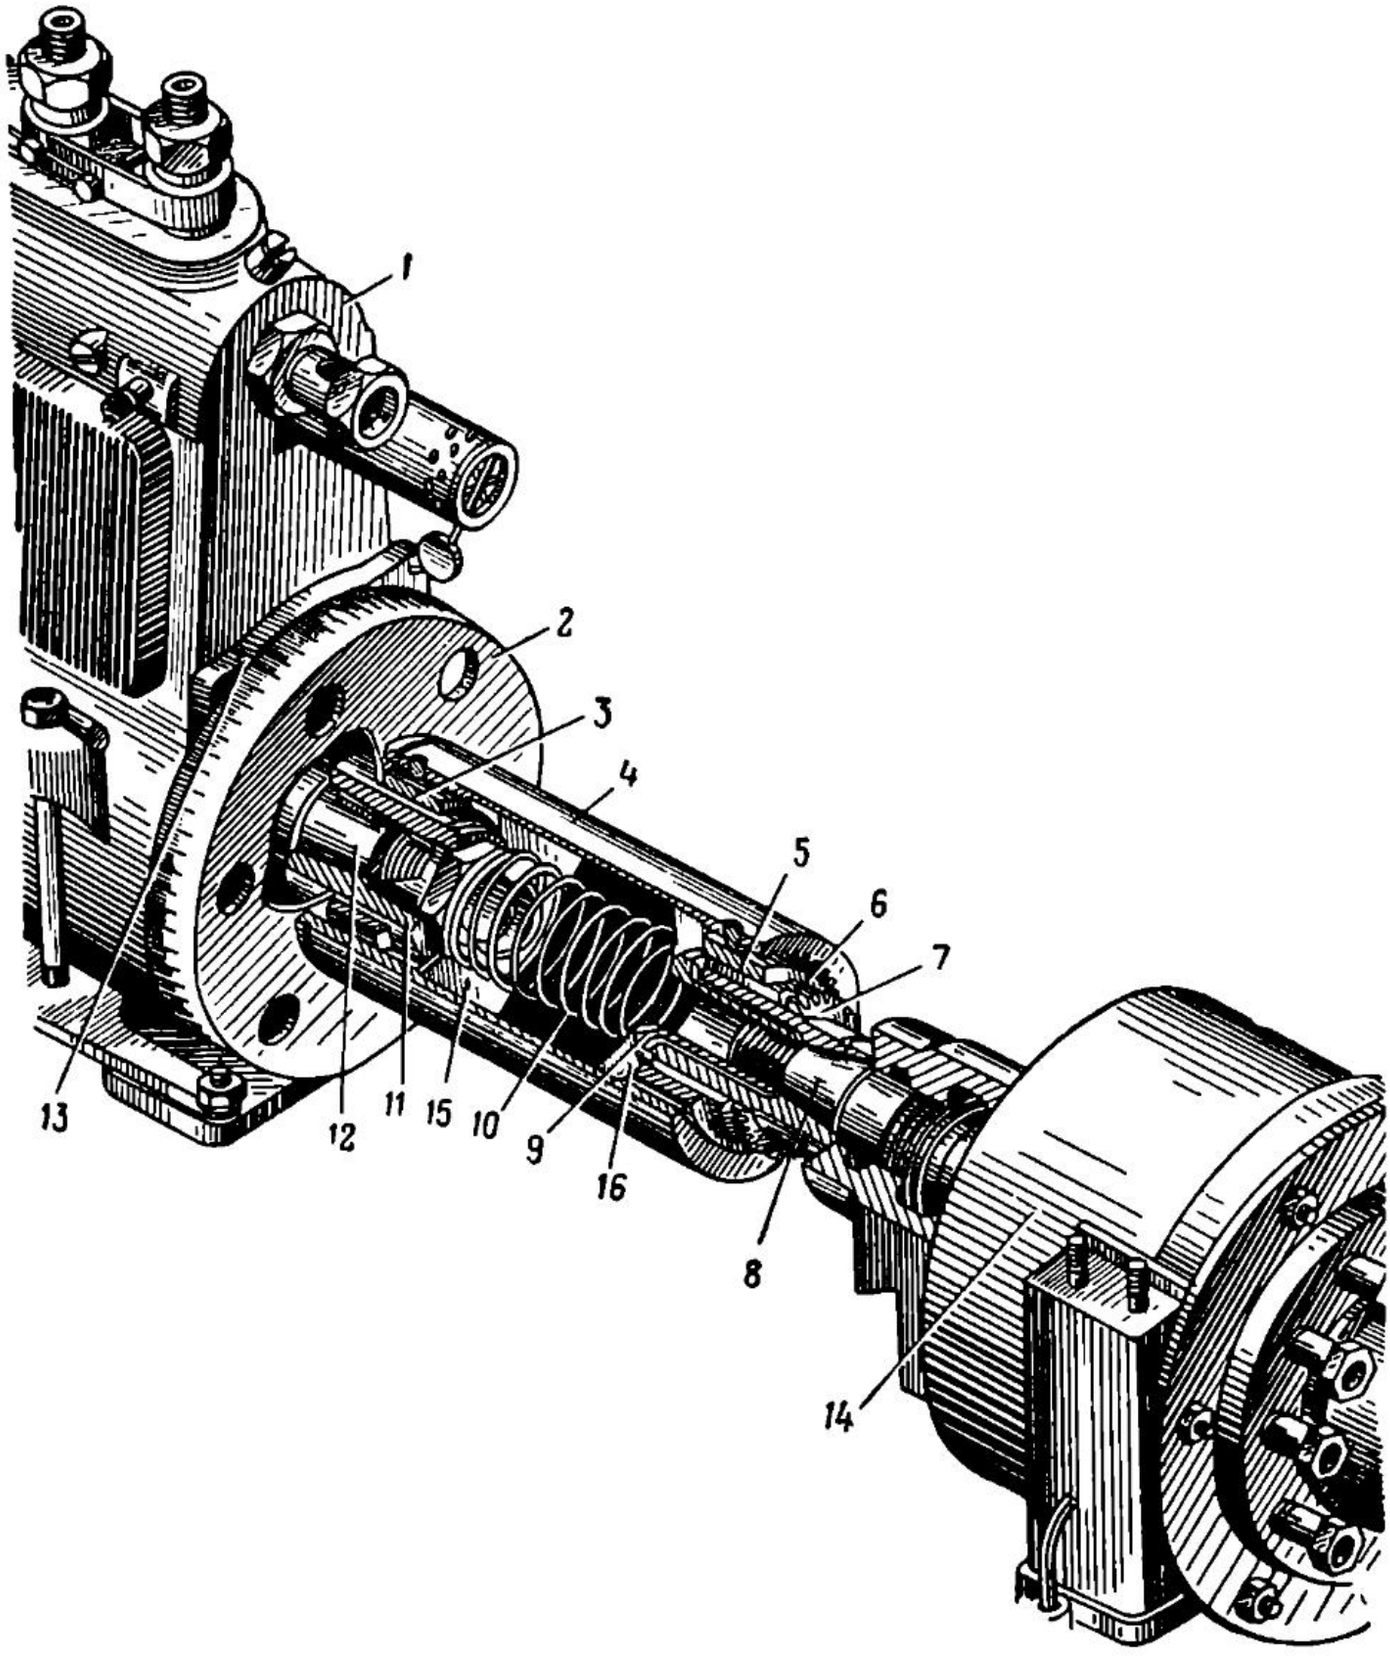

Рис. 257. Муфта привода
Муфта привода топливного насоса. Кулачковый вал *12* (рис. 257) топливного насоса НК-10 получает привод от верхнего вертикального валика двигателя через коническую пару, установленную в корпусе привода *14* топливного насоса, валик *8* и муфту. От конической пары привода насоса получает вращение также воздухораспределитель.
3. В этом положении проверить, стоит ли метка НП на диске муфты против метки *13* (рис. 257) на корпусе подшипника. Если да, то установка начала подачи топлива правильна и соответствует 30—31° до ВМТ в конце такта выпуска. Если нет, то необходимо отрегулировать начало подачи топлива, для чего: